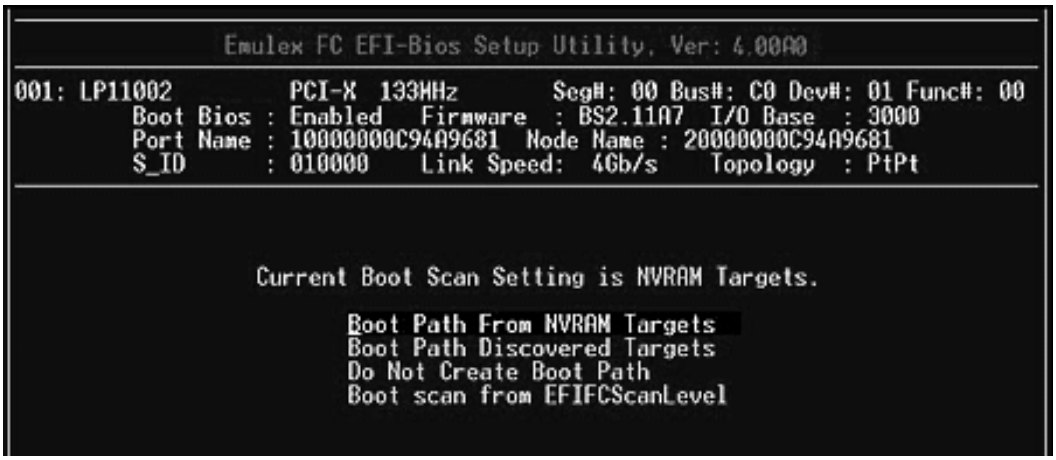

Figure 36: Boot Scan Options screen
1. On the Boot Configuration menu, select **3. Boot Target Scan** and press **<Enter>**. The screen shown in Figure 36 is displayed.